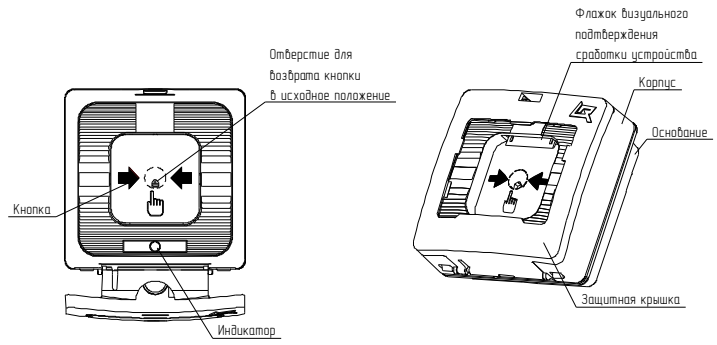

Рисунок 1
5.1 УДП представляют собой устройства, формирующие сообщение о событии при нажатии на приводной элемент (кнопку). При этом формируется сообщение в виде скачкообразного уменьшения сопротивления в ШС до величины не более 500 Ом, сопровождающееся включением оптического индикатора и выпадением цветного флажка(Рисунок 1).
Выпадающий цветной флажок является визуальным подтверждением нажатого состояния приводного элемента УДП (Рисунок 1). При возврате кнопки в исходное положение флажок занимает начальную позицию.